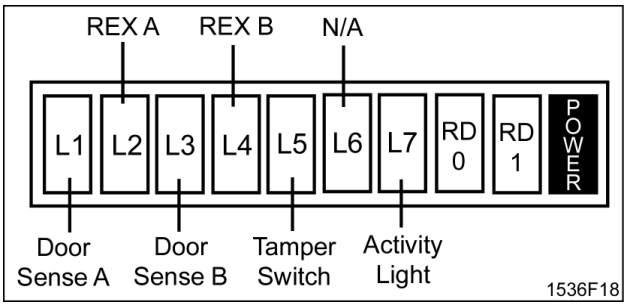

Figure 23: EMC Indicator LEDs
This is the right-most indicator on the LED array on the front of the board (see Figure 23).
- ✓ The EMC Red Power Indicator must be ON (right-most indicator on LED array on front of board, see Figure 23).